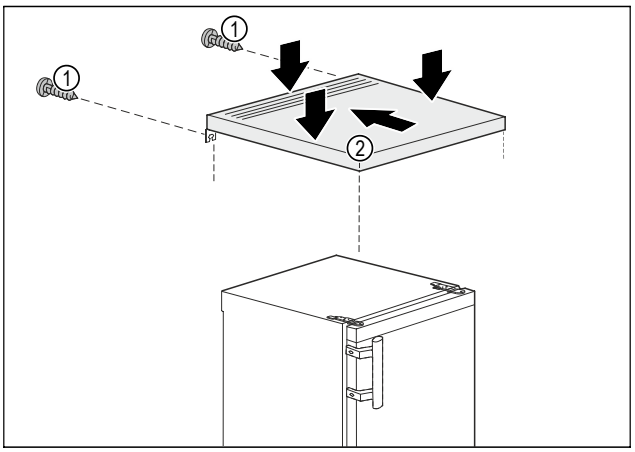

Fig. 4
▶ Așezațiplaca mesei *Fig. 4 (2)* pe aparat.
▶ Împingeți placa mesei *Fig. 4 (2)* în spate.
▶ Apăsați în jos placa mesei *Fig. 4 (2)* în spate.
▶ Înșurubați ferm șuruburile *Fig. 4 (1)* pe partea posterioară.
▷ Placa mesei *Fig. 4 (2)* este montată.